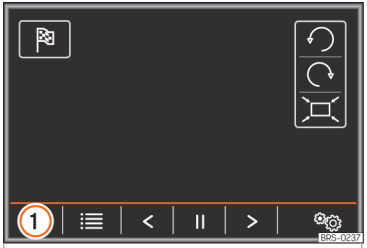

Fig. 230 Images main menu.
- Press the ››› Fig. 230 (1) function button and select the data storage device where the images are stored.